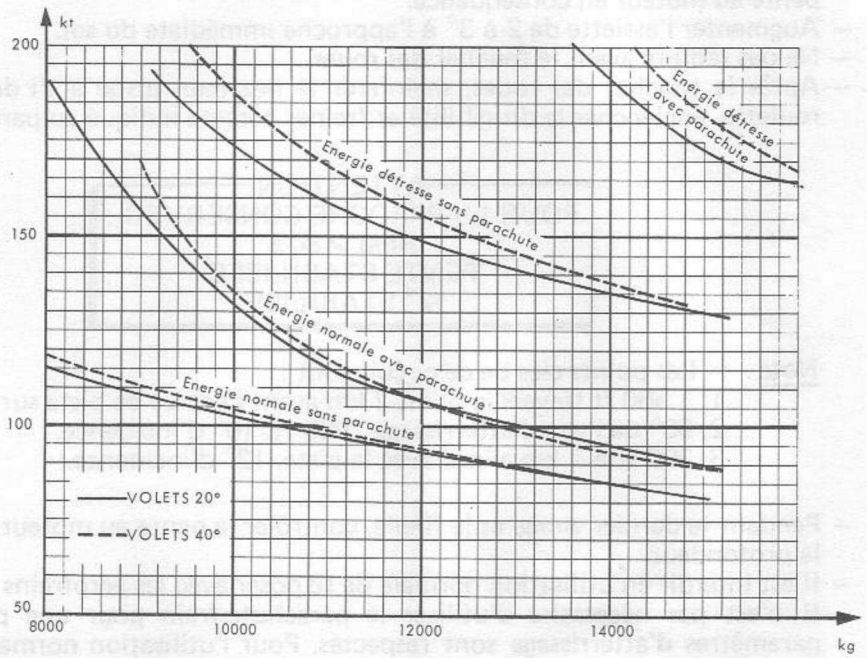

FIGURE 15 - VITESSES DE DEBUT DE FREINAGE SANS VENT
C'est le système de base dans le freinage de l'avion. Ses limites d'utilisation sont données dans la figure 15.
1.5.3.3 - Utilisation des freins (voir Fig. 15)